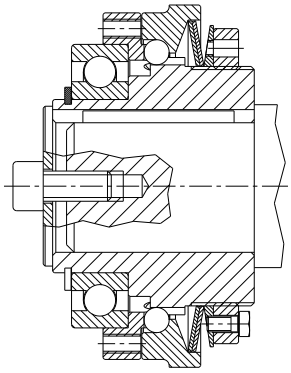

Bild 13: axiale Sicherung
- Sehen Sie eine Endscheibe für die axiale Sicherung des KTR-SI Compact-Überlastsystems vor (siehe Bild 13).